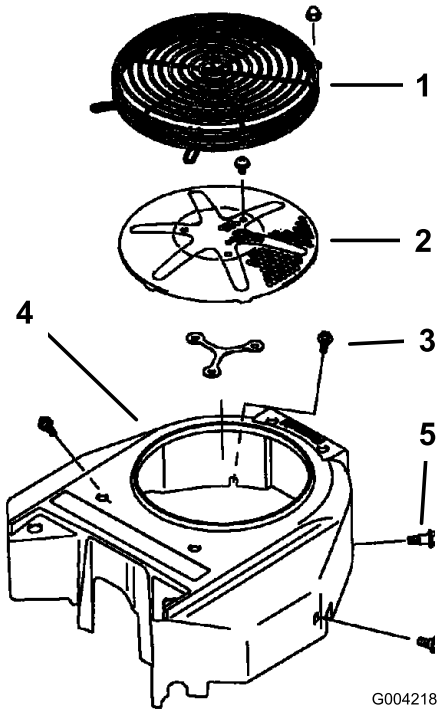

Figura 68
Antes de cada uso, retire cualquier acumulación de hierba, suciedad y otros residuos de la rejilla del motor. Esto ayudará a asegurar una refrigeración adecuada y una velocidad de motor correcta, y reducirá la posibilidad de sobrecalentamiento y daños mecánicos al motor (Figura 68).
3. Retire la rejilla de entrada de aire, el arrancador de retroceso y la carcasa del ventilador (Figura 68).
5. Instale la rejilla de entrada de aire, el arrancador de retroceso y la carcasa del ventilador (Figura 68).